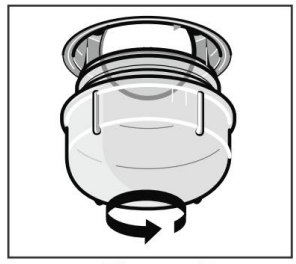

Figure 5
2.Turn the glass cover counterclockwise.(Figure 5)